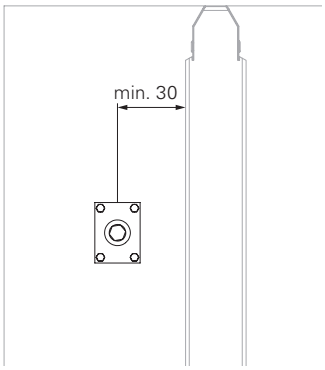

Abb. A2.17
1. Platzbedarf für Anker-Vorlaufplatte M24 (**5.14**) überprüfen. Es werden seitliche Abstände von 30 bis 40 mm benötigt (Abb. A2.17 und A2.18).